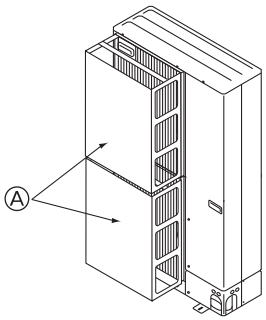

Fig. 4-1-2a
① Install an optional air guide if the unit is installed in a location where strong winds from a typhoon, etc. may directly enter the air outlet. (Fig. 4-1-2a)